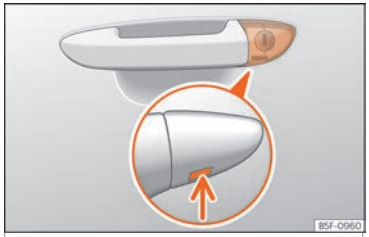

Fig. 6 Driver door lever: hidden lock cylinder.
- Insert the key shaft into the lower opening in the cover on the driver door handle ››› Fig. 6 (arrow) then remove the cover upwards.